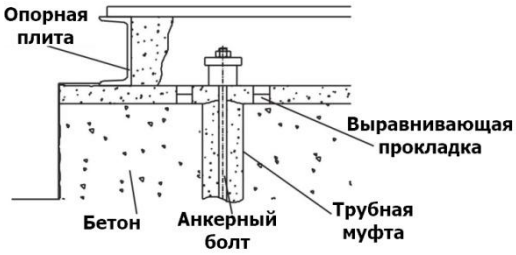
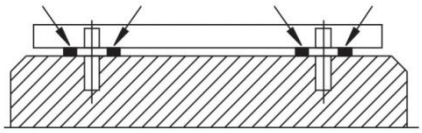

Рис. 3 Фундамент и опорная плита
Рис. 4 Установка прокладок
- Убедитесь, что бетонный фундамент затвердел и стал прочным для установки насосного агрегата. Поверхность фундамента должна быть строго горизонтальной и идеально ровной (см. рис. 3 и рис. 4).